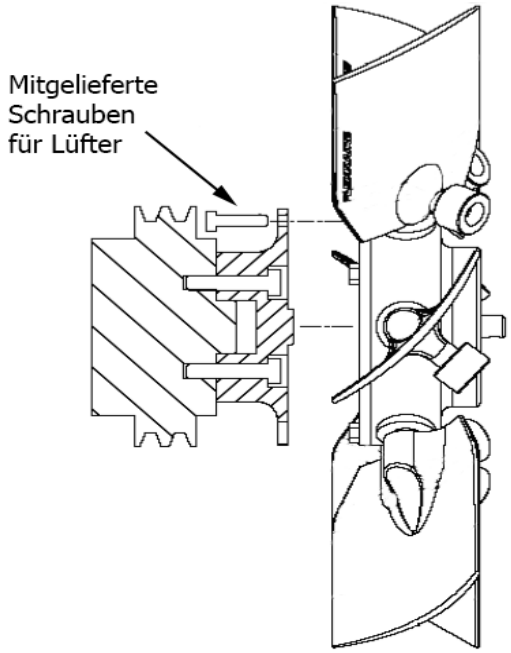

Abbildung 5
4. Entfernen Sie den Versandstopfen von der Rückseite des Lüfters. Setzen Sie den Flexxaire Lüfter auf den Adapter (siehe Abbildung 5) und ziehen Sie die Schrauben wie folgt an: